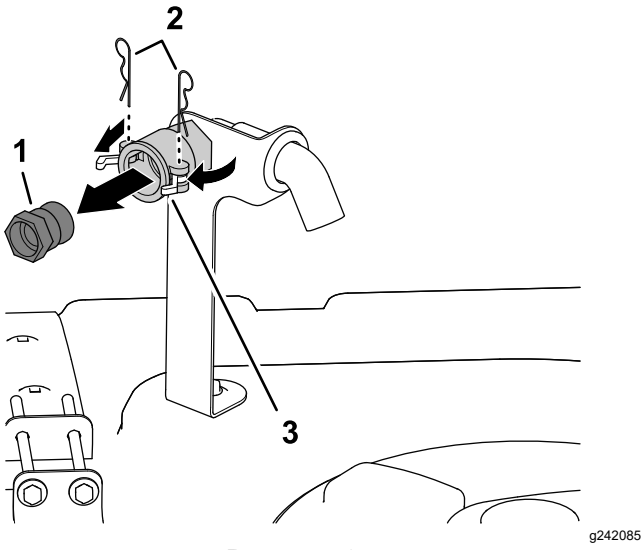

Рисунок 3
1. В передней правой части крышки бака извлеките 2 игольчатых шплинта, которые крепят защелки быстроразъемного соединителя противосифонной входной части бака (Рисунок 3).
2. Откройте защелки, чтобы отсоединить быстроразъемный штуцер от быстроразъемного соединителя (Рисунок 3).
3. Снимите быстроразъемный штуцер с быстроразъемного соединителя (Рисунок 3).
4. Закройте защелки и вставьте игольчатые шплинты во фланцы быстроразъемного соединителя (Рисунок 3).